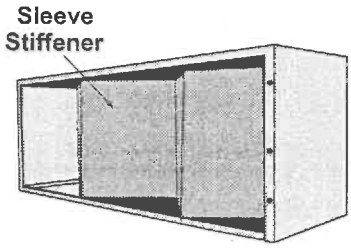

Figure 7- Sleeve Stiffener Remova
1. Remove the zig-zag folded cardboard sleeve stiffener (Figure 7).